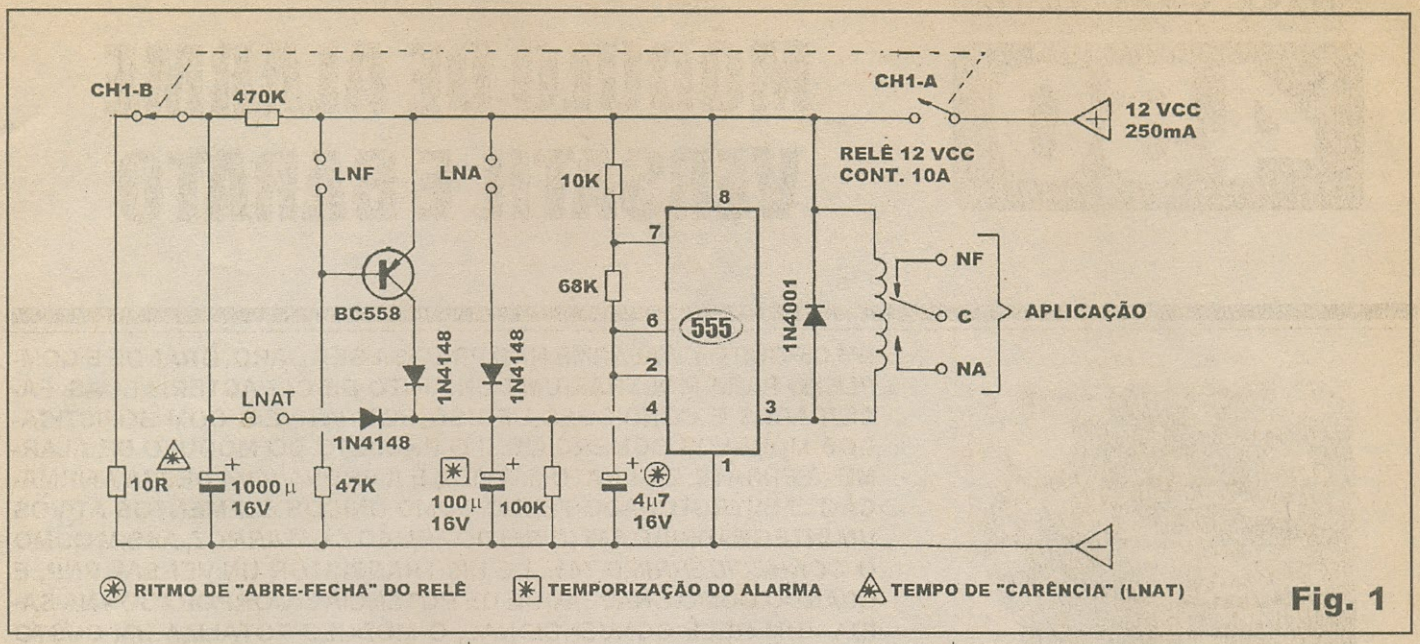

Fig. 1
- FIG. 1 - DIAGRAMA ESQUEMÁTICO DO CIRCUITO - O *arroz de festa*, integrado 555, centraliza toda a operação e funções básicas, com o máximo aproveitamento das potencialidades dos seus pinos de controle... Basicamente estruturado em ASTÁVEL, o dito integrado oscila (quando para isso autorizado...) em baixa frequência - cerca de 2 Hz - determinada pelos valores dos resistores de 10K e 68K e capacitor eletrolítico de 4u7 anexados aos seus pinos **2-6-7**... Notar, porém, que o ASTÁVEL não *roda livre*, uma vez que seu pino **4** precisa estar devidamente *positivado* ou *alto* para que a oscilação se dê... Assim, em situação de *espera* o 555 não oscila, uma vez que o dito pino **4** encontra-se *negativado* ou *baixo*, pela presença do resistor de 100K... Enquanto tal condição perdurar, o pino **3** (saída do 555) é mantido em nível *alto* (praticamente mostrando os 12 volts da linha do **positivo** da alimentação...), garantindo que a bobina do relê a ele acoplado (sob a proteção do diodo 1N4001...) permaneça desenergizada... Observemos, agora, o que acontece numa série de circunstâncias "extra-normais"... Quando o *link* N.A. (normalmente aberto) é *fechado*, ainda que por breve momento, o capacitor de 100u *paralelado* do já mencionado resistor de 100K recebe uma carga plena, quase imediata... Com isso, o pino **4** do 555 passará a *ver* nível *alto*, autorizando o funcionamento do ASTÁVEL... A oscilação, então, se verifica e o relê passa a chavear a carga em *on-off* sob cerca de duas alternâncias por segundo! Decorridos cerca de 30 segundos, o capacitor de 100u terá *perdido* boa parte de sua carga (através do seu *companheiro paralelo* o resistor de 100K...), fazendo com que a tensão no pino **4** caia a nível insuficiente para sustentar a autorização do ASTÁVEL... A oscilação pára, o pino **3** volta à condição estável *alta*, e o relê desliga... É importante notar que se a condição anômala do *link* N.A. *não cessar*, a oscilação também permanecerá ativa, enquanto tal situação perdurar, mesmo que decorridos *mais* de 30 segundos (comportamento ideal para utilização como alarme...). A qualquer novo *sinal* mandado pelo sensor N.A., *novos* 30 segundos serão *contados* para o funcionamento do ASTÁVEL...! Agora, vejamos a atuação do *link* N.F. (normalmente fechado): assim que um sensor aplicado a tal entrada se *abrir* (mesmo que por brevíssimo instante...) o transístor (um BC558 - polarização PNP...) que se encontrava *cortado* pela **positivação** da sua **base** passará a conduzir fortemente (devido à polarização oferecida pelo resistor de 47K, entre a mesma **base** e a linha do **negativo** da alimentação...),
Todas as temporizações e rítmos de funcionamento já mencionados encontram-se em parâmetros considerados médios, ideais para aplicações residenciais típicas... Entretanto, condicões de instalação e uso muito específicas podem requerer outros períodos ou temporizações, para maior conforto e/ou segurança do local e dos usuários... Se tal se verificar, é muito fácil ao montador alterar as temporizações, conforme tabelinha mostrada no próprio diagrama da **FIG. 1**...